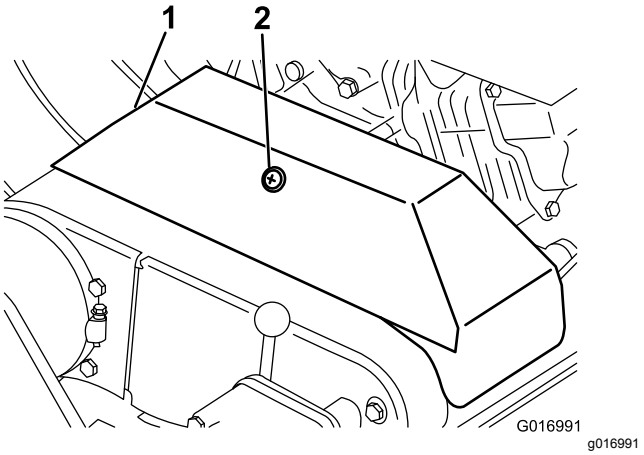

Figur 39
3. Lossa den hållare som håller fast kilremskåpan och öppna kåpan genom att vrida den (Figur 39).